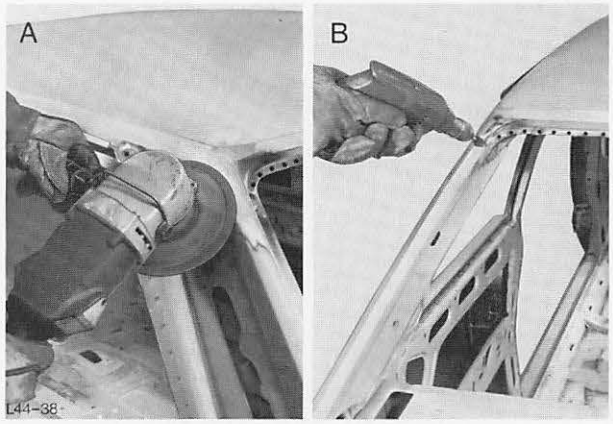

Abb. 33 A = Lötstelle mit Schleifmaschine bearbeiten
13. Löt- bzw. Schweißstellen verputzen und schleifen. Abb. 33.